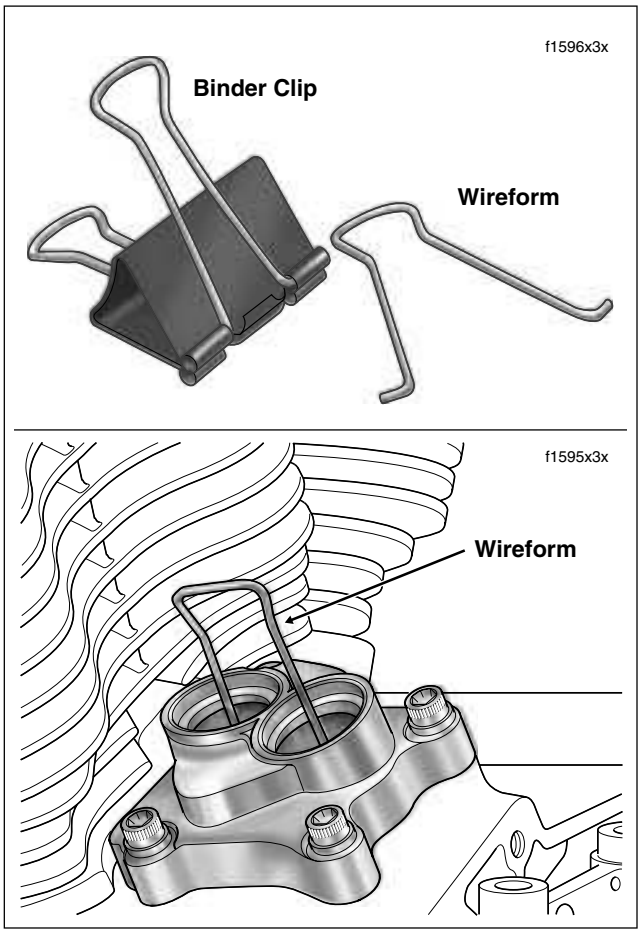

Figure 3-100. Fashion Tool to Hold Hydraulic Lifters
a. Obtain a large binder clip (available at any office supply store). Squeeze wireforms to remove from binder clip. See upper frame of Figure 3-100.
b. Compress wireform slightly and insert free ends into outer and inner lifter cover bores so that legs engage walls of both hydraulic lifter sockets. See lower frame of Figure 3-100.